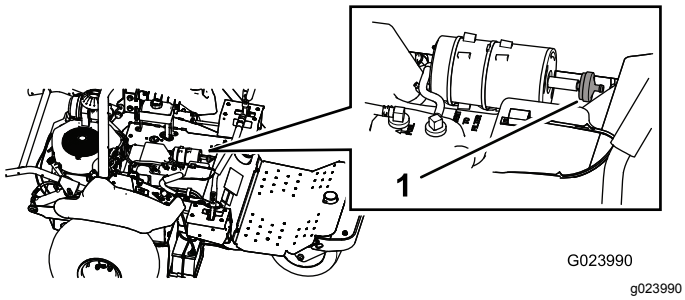

Figur 46
3. Koppla bort filtret från kolkanistern (Figur 46).